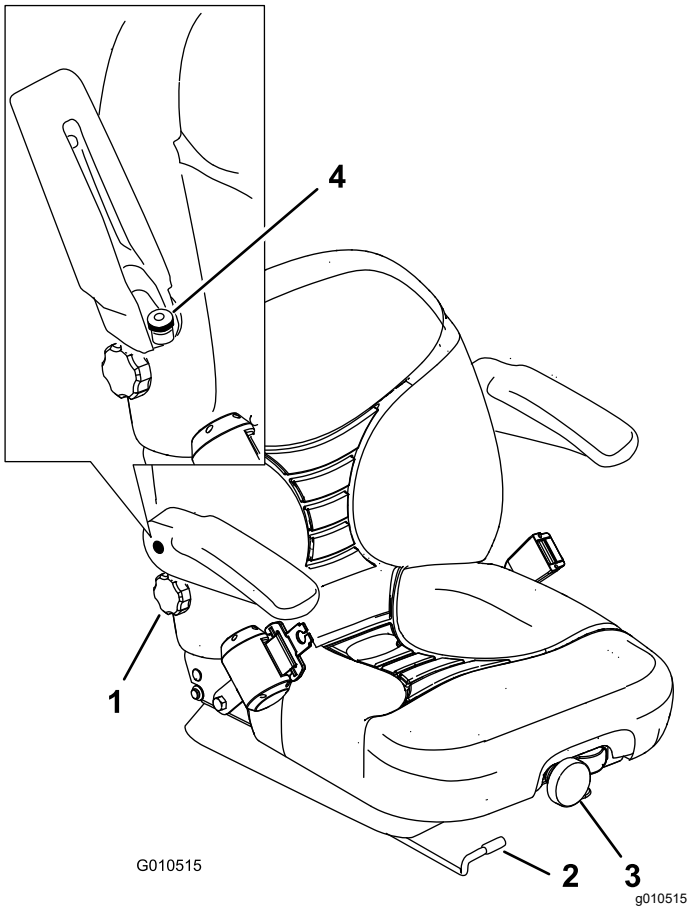

**Figur 32**
1. För spaken i sidled för att låsa upp sätet (Figur 32).
Justera genom att vrida den främre ratten i endera riktningen för att uppnå bästa bekvämlighet (Figur 32).
Justera genom att vrida ratten under det högra armstödet i endera riktningen för att uppnå bästa bekvämlighet (Figur 32).
Höj armstödet och vrid på ratten i endera riktningen för att få det så bekvämt som möjligt (Figur 32).